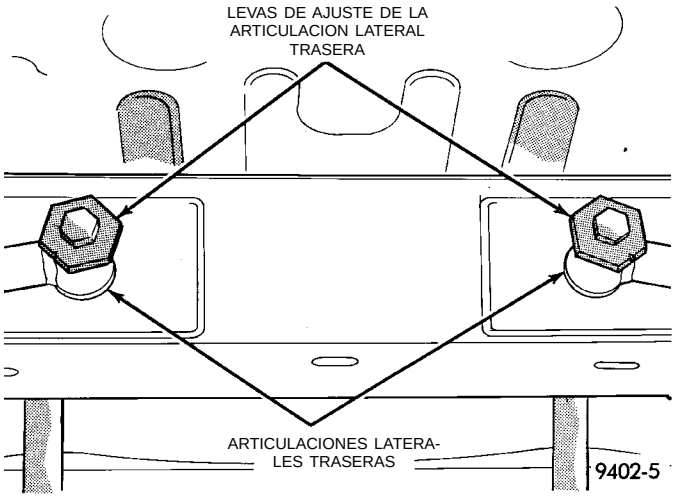

Fig. 5 Levas de ajuste de oblicuidad de la rueda trasera
(5) Gire las levas de ajuste de la articulación lateral (Fig. 5) hasta obtener la especificación de oblicuidad trasera preferida. Para informarse sobre las especificaciones preferidas, consulte Especificación de alineación en este grupo del manual de servicio.
(6) Mientras sostiene las levas de ajuste de oblicuidad para que no gire, apriete las tuercas de los pernos de fijación de las articulaciones laterales derechas e izquierdas al travesaño de falso bastidor trasero. De esta manera, las levas de ajuste que-